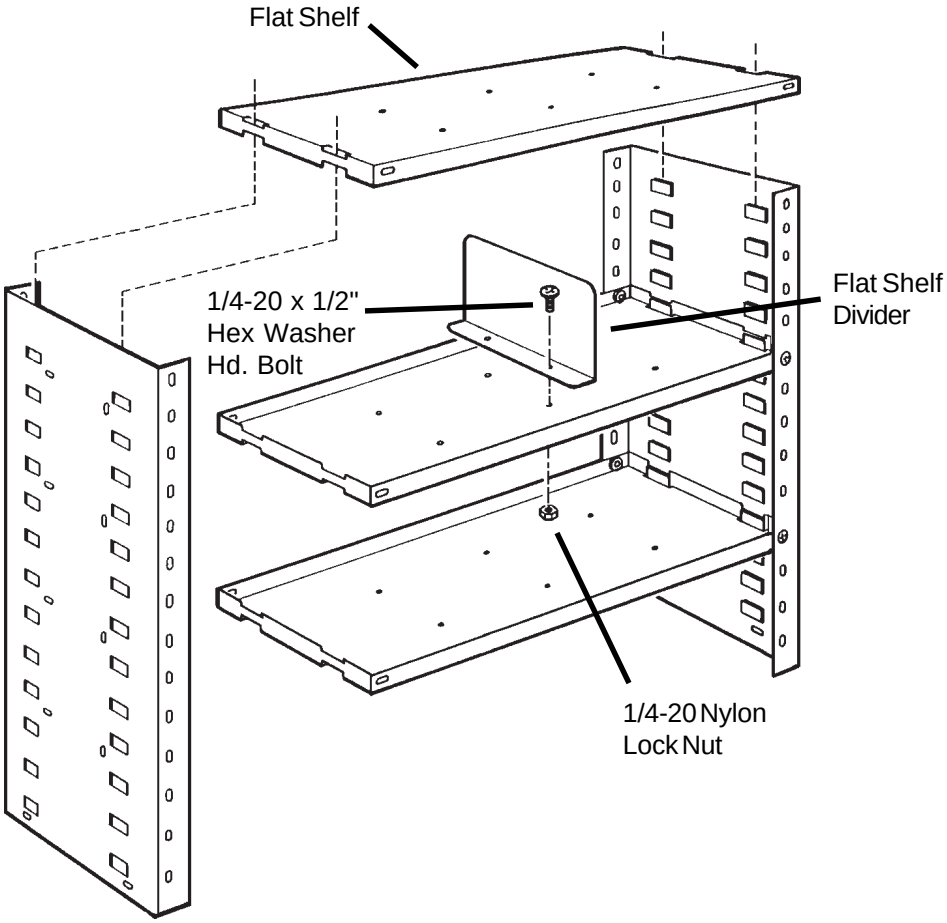

Figure 2. Flat Shelf Assembly
9. If installing more than one shelf unit, or already have one installed, holes in the end panels (A) are provided for through bolting into the next unit for greater rigidity.
10. FLAT SHELF INSTALLATION: Assembly is the same as other units, however, shelves may be placed with the lip up or down. Fasten Flat Shelf Dividers where desired. (*See Figure 2.*)